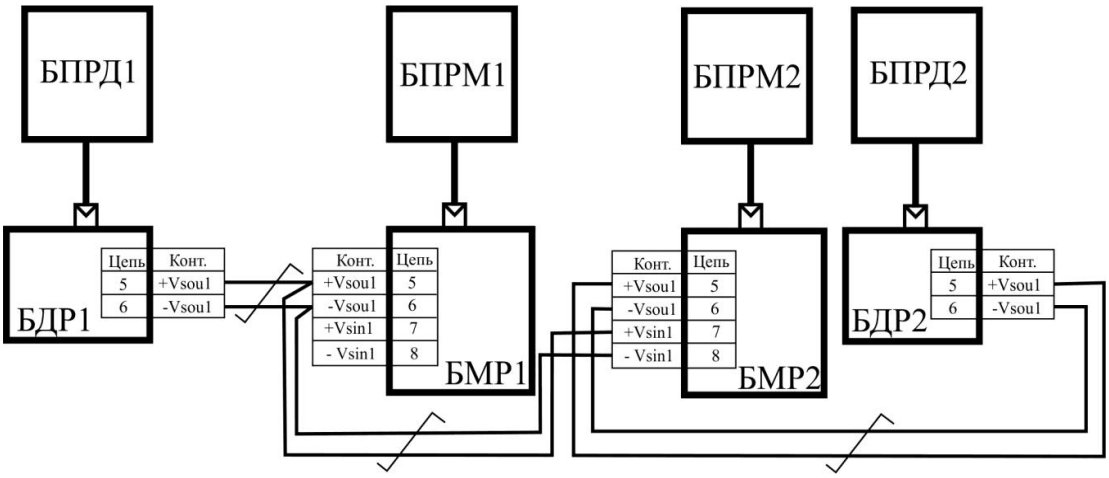
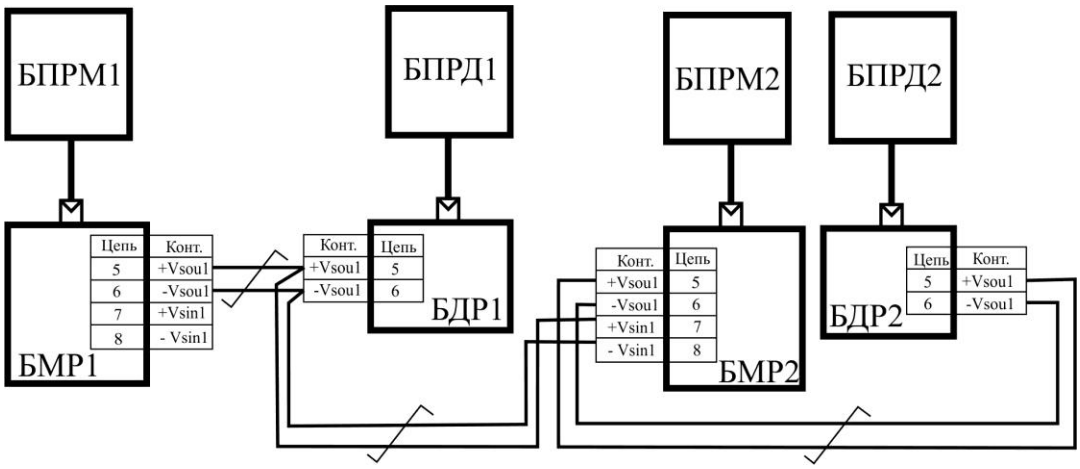

Рис.6.12
Рис.6.13
6.3.5.5 Для проводной синхронизации, при засветке посторонними радиопередающими устройствами (о чем свидетельствует частые «ложные» тревоги), необходимо включить взаимную синхронизацию. При этом активный выход +/-Vsou (БМР1 или БДР1, см. рис. 6.12) ведущего извещателя подключается к входу +/-VSin ведомого извещателя (БМР2), в зависимости от расположения БМР2 (вблизи смежного БПРМ1 или в исключительных случаях, БПРД1 рис. 6.13). Подключение должно проводиться витой парой проводов, пригодных для эксплуатации в данном регионе.